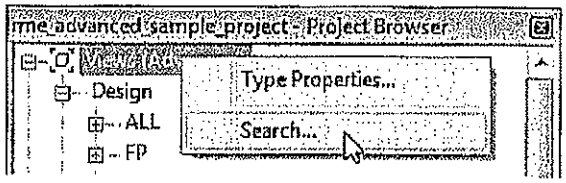

Figure 1–23
1. In the Project Browser, right-click on the top level *Views* node as shown in Figure 1–23.
2. In the Search in Project Browser dialog box, type the words that you want to find, as shown on the left in Figure 1–24, and click Next.